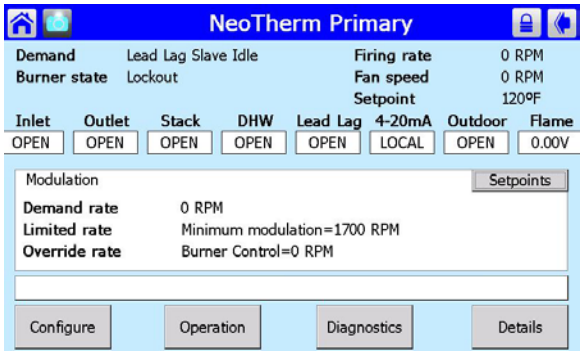

Fig. 35 - Status Summary Screen Showing Modulation Information
3. You can also press the button for Modulation (on the right side of the screen) to bring up another version of this screen showing modulation information. See Fig. 35.